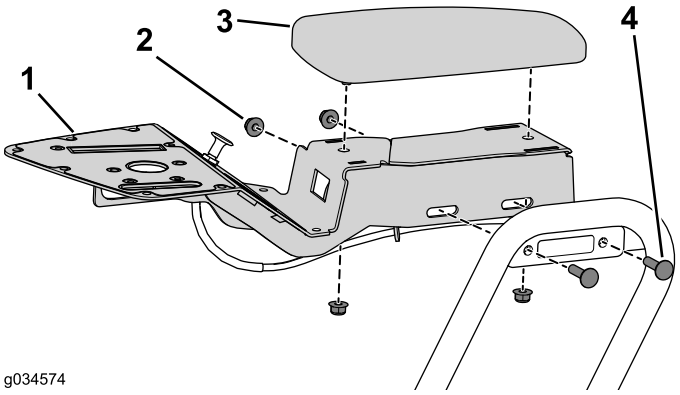

Рисунок 14
1. Снимите два каретных болта и две фланцевые гайки, которые крепят узел консоли к кронштейну консоли (Рисунок 14).
2. Открутите две фланцевые гайки крепления подлокотника к узлу консоли (Рисунок 14).